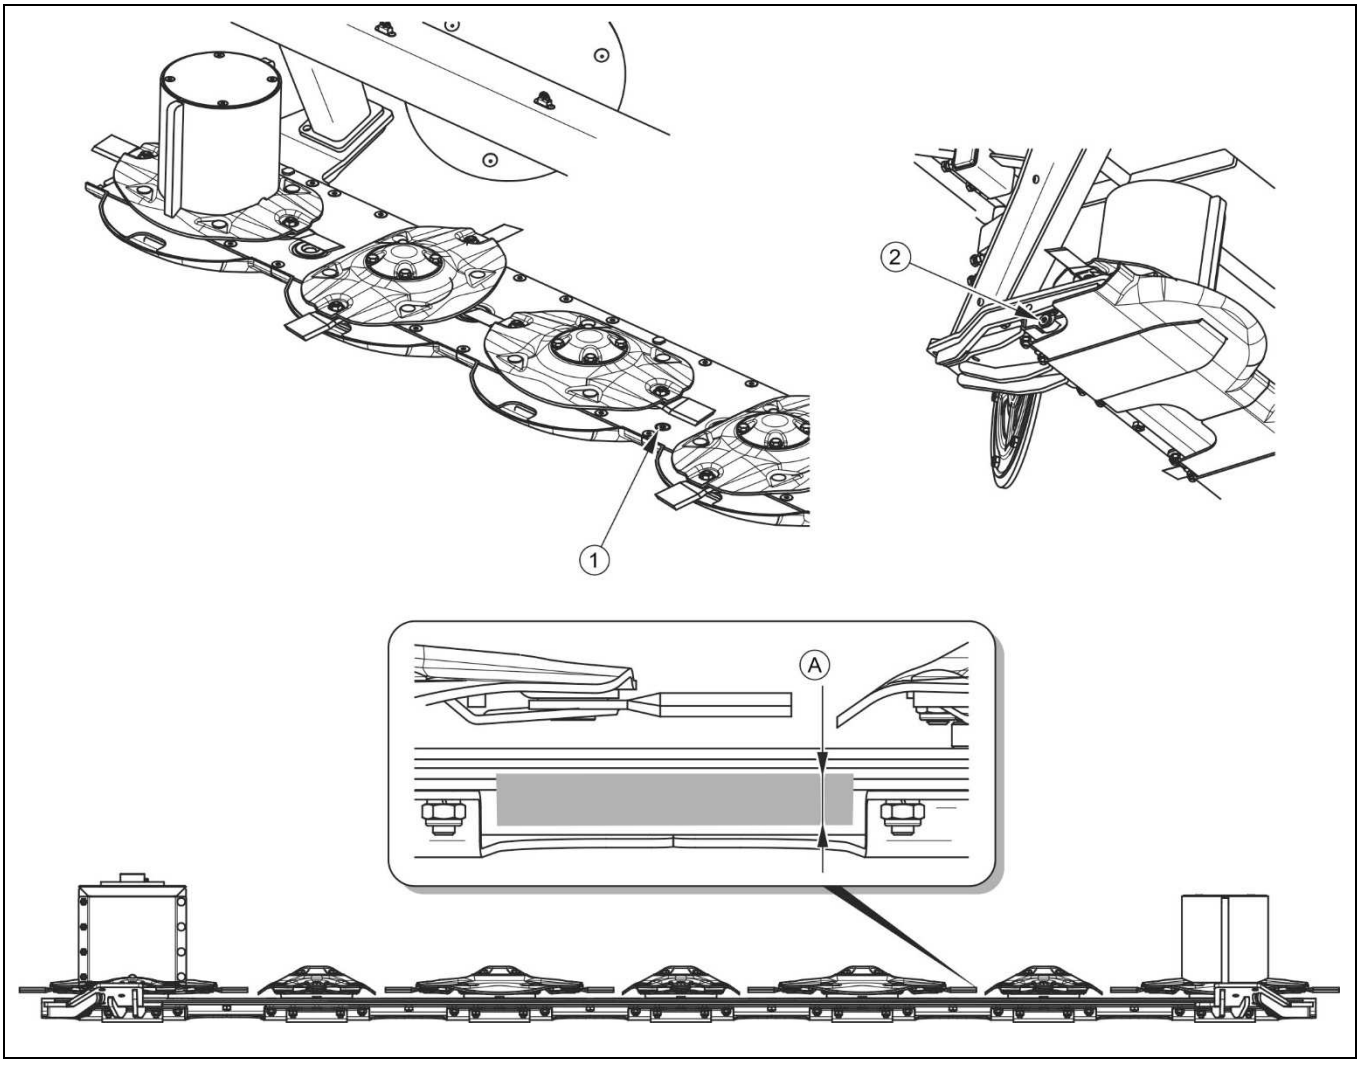

**РИСУНОК 5.7 Проверка уровня масла в режущем брусе**
*(1) контрольно-заливная пробка; (2) сливная пробка; (A) правильный уровень масла 4 ÷ 5 мм от дна бруса*
При горизантольной установке бруса правильный уровень масла должен находиться на высоте 4 ÷ 5 мм от дна бруса. Для проверки уровня масла нужно отвинтить контрольно-заливную пробку (1), которая находится между третьим и четвертым диском (РИСУНОК 5.7). Перед проверкой уровня холодного масла, нужно подождать ок. 15 минут. Состояние масла можно проверять только при горизонтальной установке бруса.
- отвинтить контрольно-заливную пробку (1) (РИСУНОК 5.7),
- отвинтить сливную пробку (2) и слить отработанное масло в заранее приготовленную емкость
- завинтить сливную пробку (2),
- опустить режущий аппарат в горизонтальное положение и залить требующееся количество масла через контрольно-заливное отверстие (1).